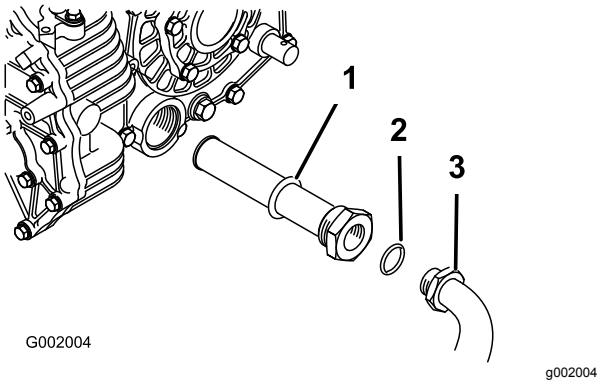

Rysunek 54
5. Odłącz wąż hydrauliczny i złączkę kątową 90° (Rysunek 54).